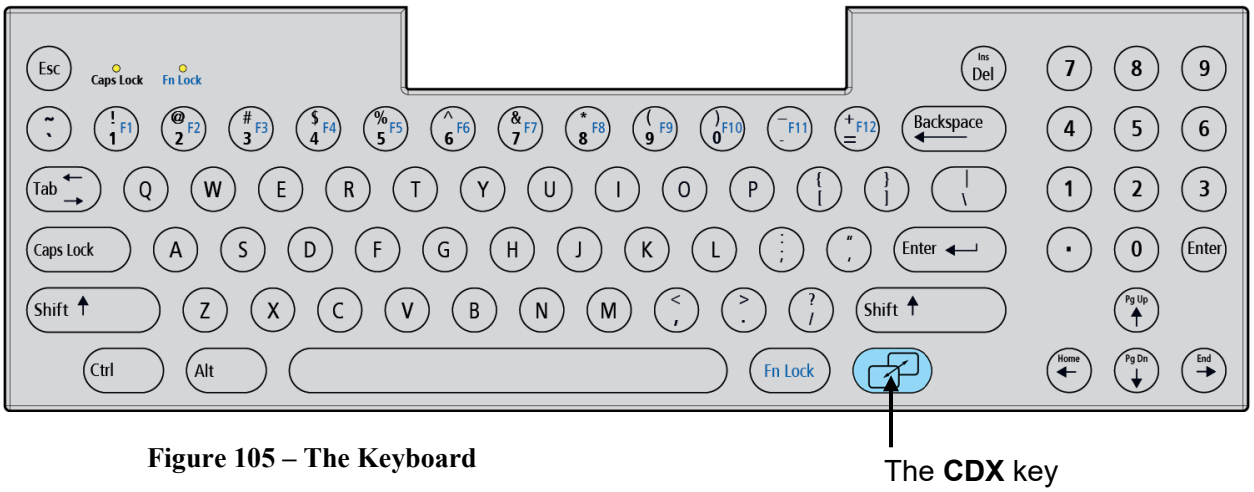

Figure 105 – The Keyboard
The Clinical Data eXchange (CDX) system is an independent PC that is built into the 2008T hemodialysis machine. The CDX PC can run software programs that are displayed on the 2008T display screen and accessed with the keyboard, touchscreen, and touchpad like any other personal computer (PC). Pressing the blue **CDX** key on the keyboard (see Figure 105) will switch between displaying Dialysis/SLED and CDX.
1. Press the **Power** key on the 2008T hemodialysis machine to start the machine. While on the “Select Program” screen, press the blue **CDX** key on the keyboard (see Figure 105). CDX will be displayed.